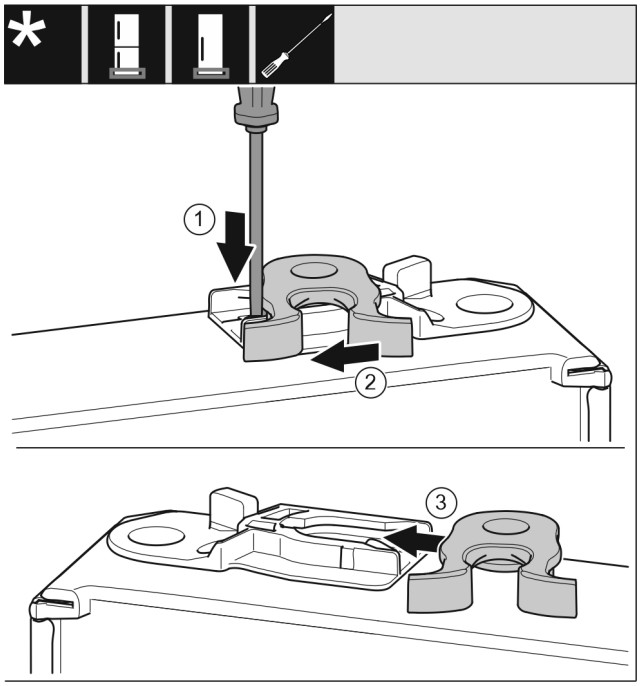

Fig. 20
- ▶ Potisnite spono *Fig. 20 (1)* navzdol s ploščatim izvijačem.
- ▶ Povlecite zapiralni kavelj *Fig. 20 (2)* ven iz vodila.
- ▶ Potisnite zapiralni kavelj *Fig. 20 (3)* na drugi strani v vodilo.